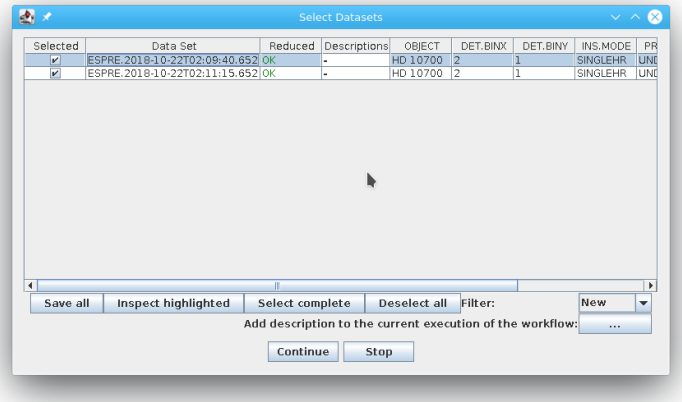

Figure 3.0.3: *The "Select Datasets" pop-up window.*
7. The `Data Set Chooser` actor will be highlighted next and will display a "Select Datasets" window (see Figure 3.0.3) that lists the datasets along with the values of a selection of useful header keywords[2]. The first column consists of a set of tick boxes which allow the user to select the datasets to be processed. By default all complete datasets which have not yet been reduced will be selected. A full description of the options offered by the `Data Set Chooser` will be presented in Section 6.3.2.